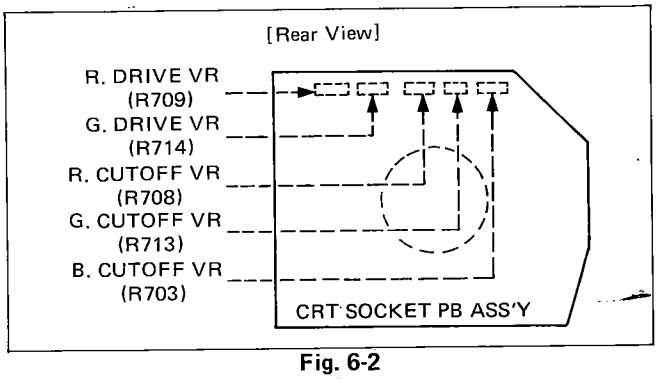
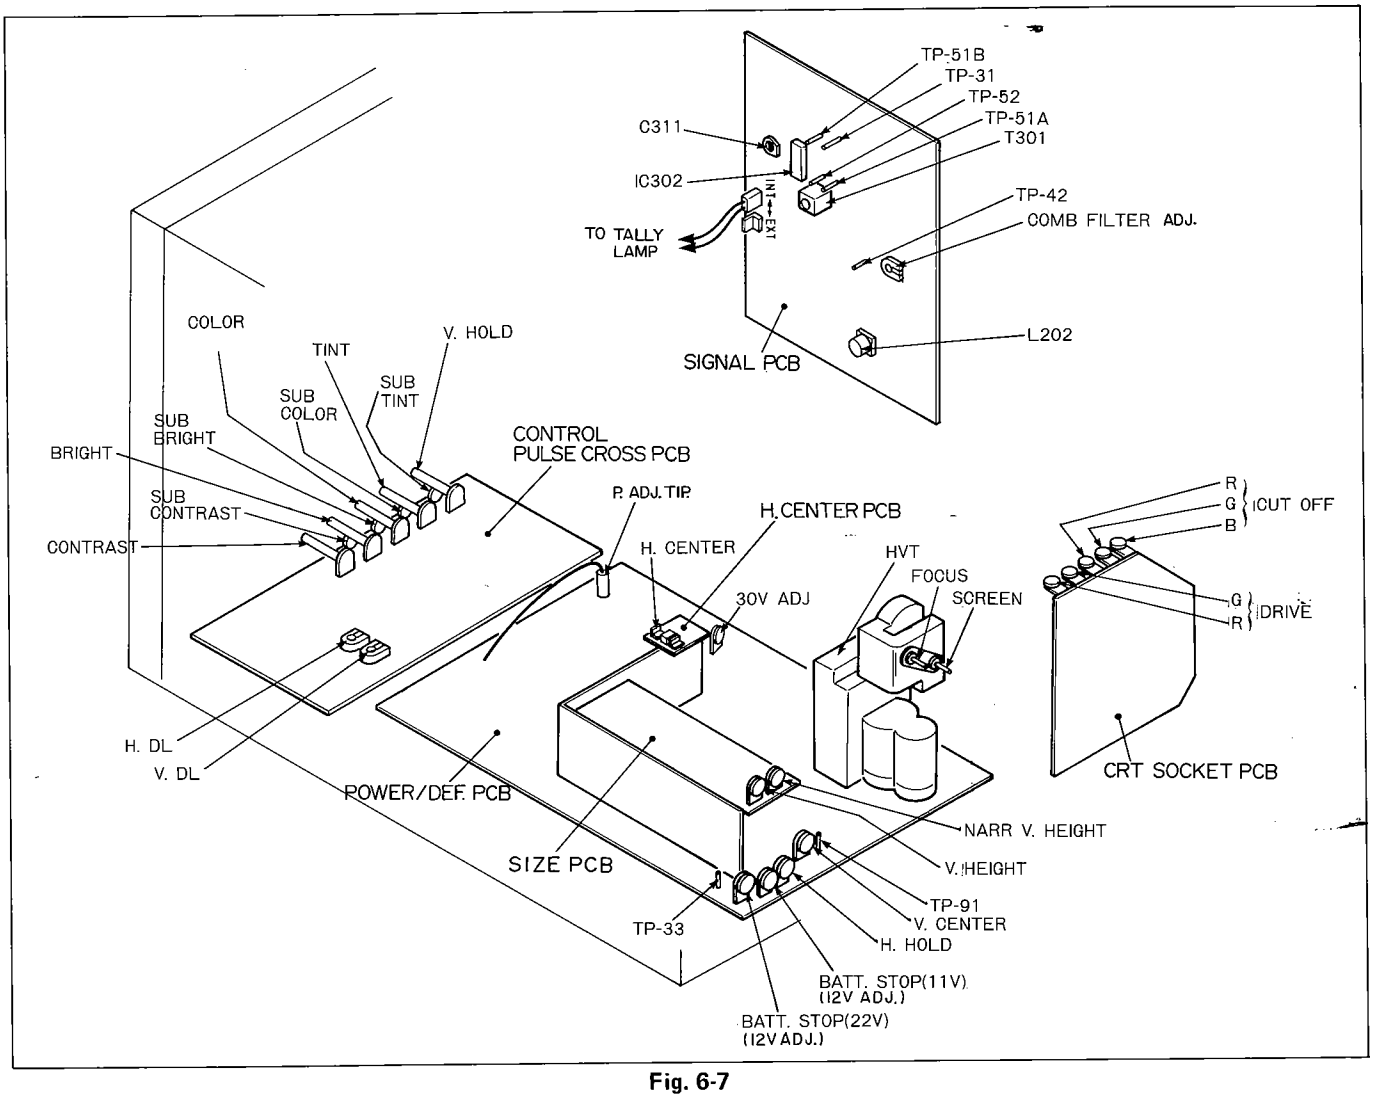

Fig. 6-2
Fig. 6-7
3. Turn the green cutoff VR (R713) fully clockwise and the red and blue cutoff VRs (R708, R703) fully counter-clockwise. (Fig. 6-2)
Adjust the screen VR (Fig. 6-7) so that the green band becomes easy to see.
2. Turn the red and blue cutoff VRs fully clockwise and the green cutoff VR fully counter-clockwise (Fig. 6-2). Adjust the screen VR (Fig. 6-7) for an easily seen image.
3. Turn the red, blue and green cutoff VRs (R708, R703 & R713) and the screen VR (Fig. 6-7) fully counter-clockwise to eliminate luminance.